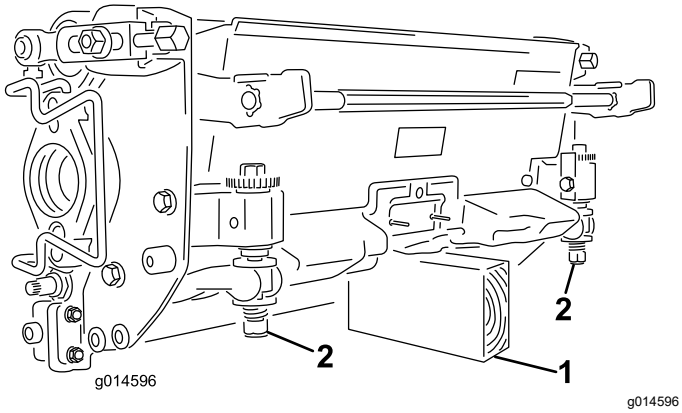

**Figur 50**
***Vigtigt:*** **Når det er nødvendigt at vippe klippeenheden, skal bagenden af klippeenheden understøttes for at sikre, at møtrikkerne på den bageste del af bundtværstangens justeringsskruer ikke hviler på arbejdsfladen (Figur 50).**